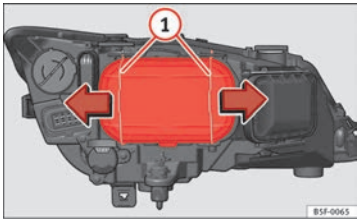

Fig. 180 Dipped beam headlights
– Move the loops ⇒ Fig. 180 (1) in the direction of the arrow and remove the cover.